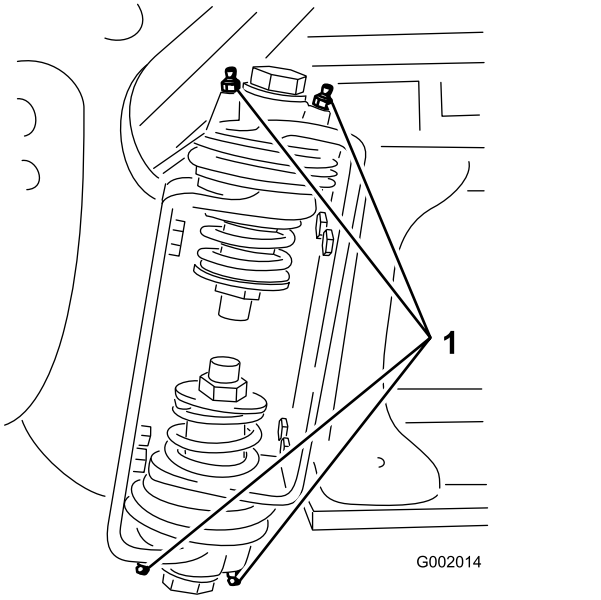

Figura 68
2. Introduza massa lubrificante no rolamento ou casquilho de cada união (Figura 68).